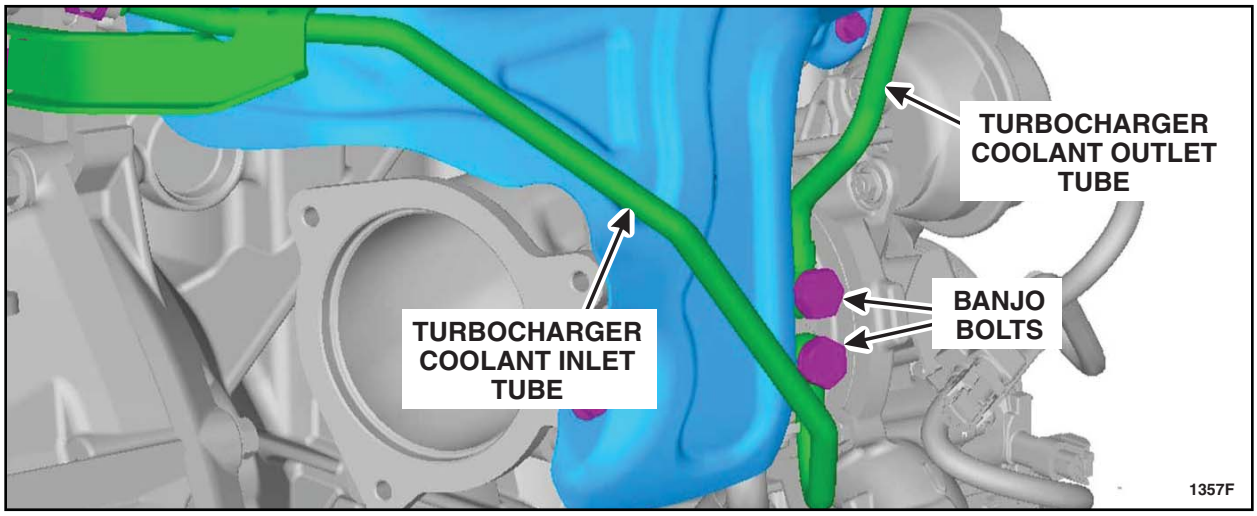

FIGURE C3
4. Remove the banjo bolts and the turbocharger coolant outlet tube. Position aside the turbocharger coolant inlet tube. See Figure C3.
16. Loosely install the turbocharger coolant inlet and outlet tubes and banjo bolts onto the turbocharger. See Figure C3.
19. Tighten the turbocharger coolant inlet and outlet tube banjo bolts to 28 Nm (21 lb-ft). See Figure C3.